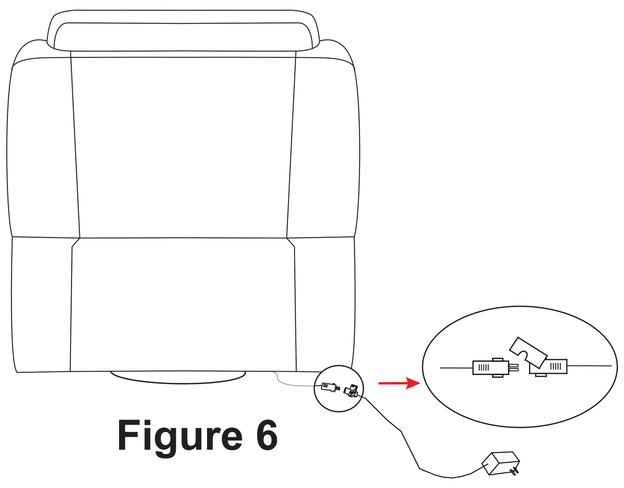

Figure 6
Connect the base motor cable to the Transformer (C) then plug it into a nearby outlet. (See Figure 6.)